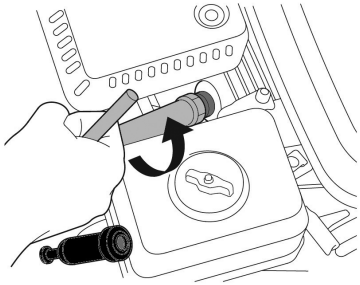

Рис. 27 Обслуживание свечи зажигания
2. Открутите свечу зажигания свечным ключом (Рис. 27).